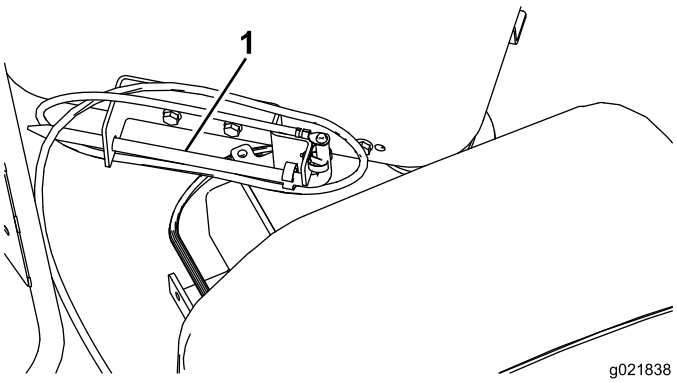

Figure 63
8. Rangez le piquet de terre dans son support sur la plate-forme de l'opérateur, comme montré à la Figure 63.